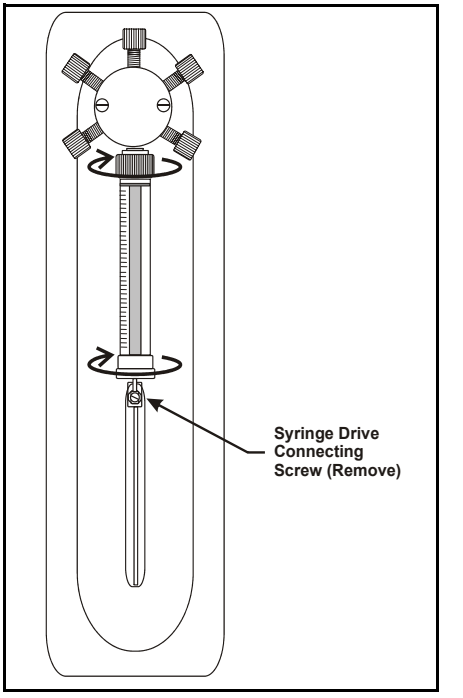

Figure B-51. Removing the Syringe
2. Using a flathead screwdriver, unscrew and remove the syringe drive connecting screw (see Figure B-51).